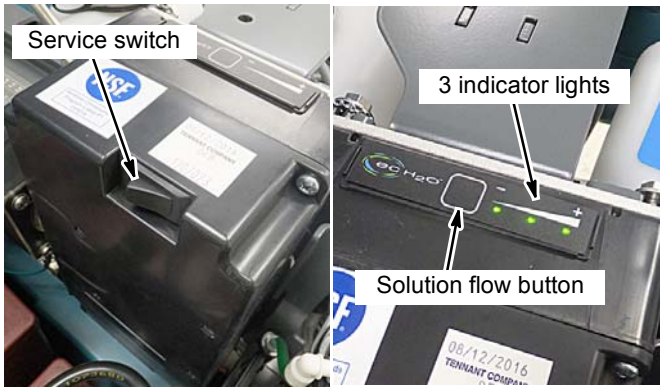

FIG. 153
b. Press and hold the service switch, located on the ec-H2O module, for 10 seconds. After releasing service switch, the three solution flow indicator lights will begin to (ripple) move back and forth (Figure 153).
c. Within 5 seconds after releasing the service switch, while the three indicator lights are moving back and forth, quickly press and release the solution flow button located on ec-H2O module (Figure 153).